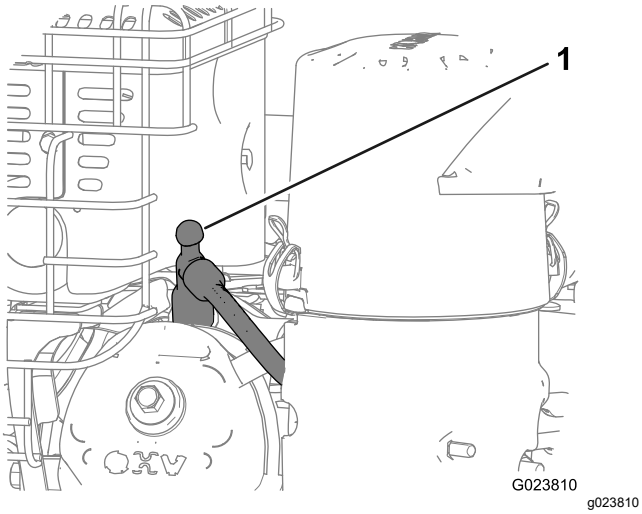

**Figur 22**
3. Frakobl tændrørskablet fra tændrøret, og hold det væk fra tændrøret for at forhindre utilsigtet motorstart (Figur 22).